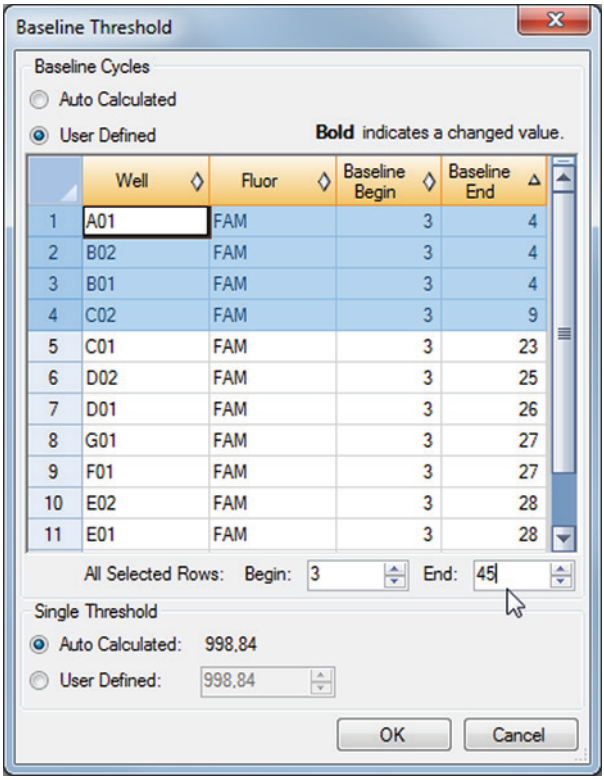

Figura 5: Cuadro de diálogo Baseline Threshold (umbral de línea de base)
3. En la barra de menú de la ventana Data Analysis (análisis de datos), haga clic en **Settings** → **Baseline Threshold…** (ajustes → umbral de línea de base...) para abrir el cuadro de diálogo Baseline Threshold (umbral de línea de base) (consulte la figura 5).
5. Seleccione todas las líneas que muestren un valor de **Baseline End** (final de línea de base) de 1 a 9 (consulte la figura 5).
6. Establezca el valor en el campo **End:** (final:) en 45 para las líneas seleccionadas (consulte la figura 5).
9. Repita los pasos del 3 al 7 para los canales de detección VIC™ (IC), Cy5 (UU objetivo) y ROX™ (TV objetivo).